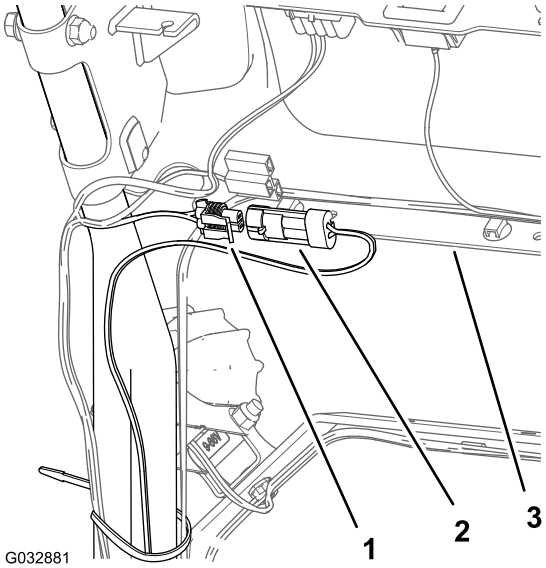

Figura 14
4. Na parte traseira da consola, ligue o conector de dois pinos da cablagem do kit de luzes LED ao conector de duas tomadas da cablagem do kit de cablagem dos luzes LED e do contador de horas sem fios (Figura 14).